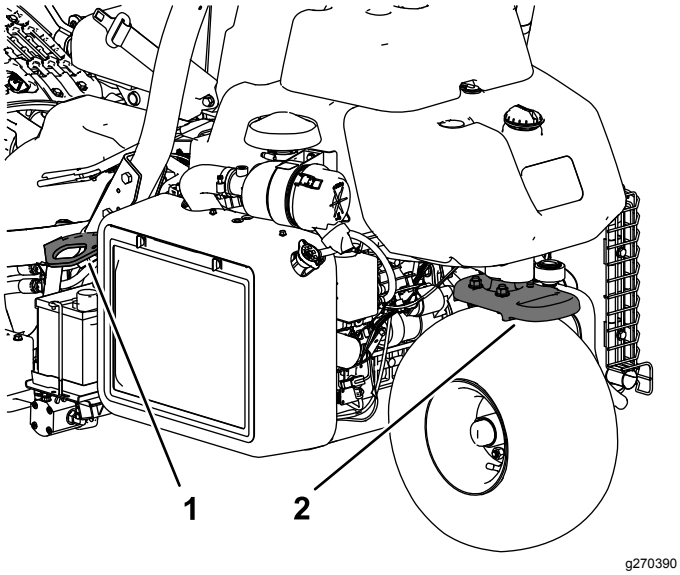

**Rysunek 26**
- Bezpiecznie przywiąż maszynę za pomocą pasów, łańcuchów, kabli lub lin. Zarówno przednie, jak i tylne pasy powinny być skierowane w dół i na zewnątrz od maszyny (Rysunek 26).